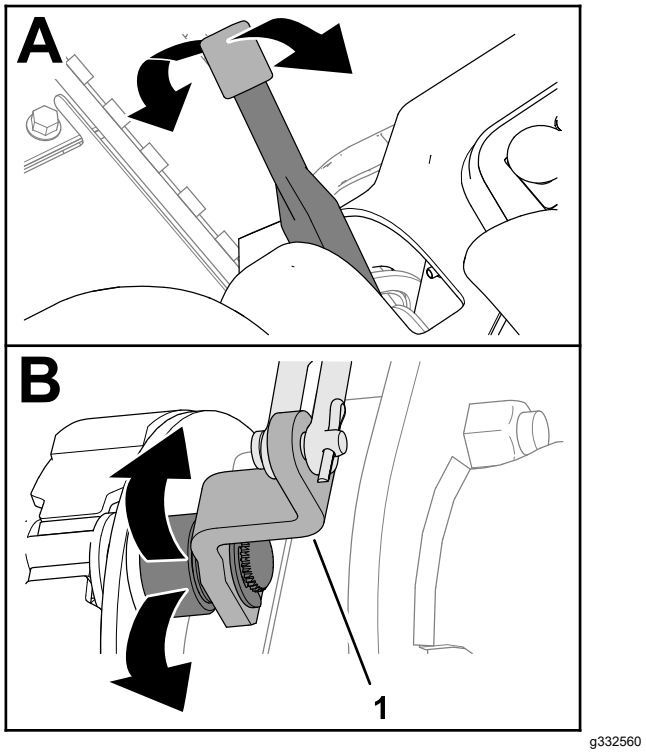

Figur 67
2. Flytta parkeringsbromsspaken uppåt och nedåt för att kontrollera att armen som går till bromskamsarmen rör sig fritt (Figur 67).